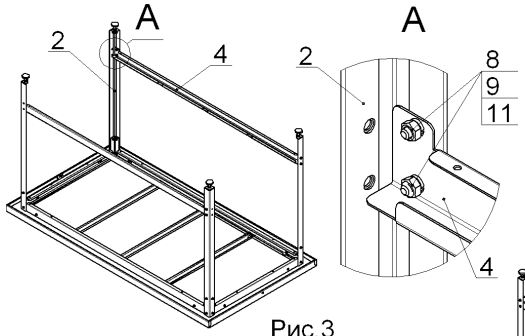

Рис.3
3. Рис.3: установить на стойки (2) профили длинные (4), при помощи болтов, гаек и шайб (8, 9, 11), гайки не затягивать.